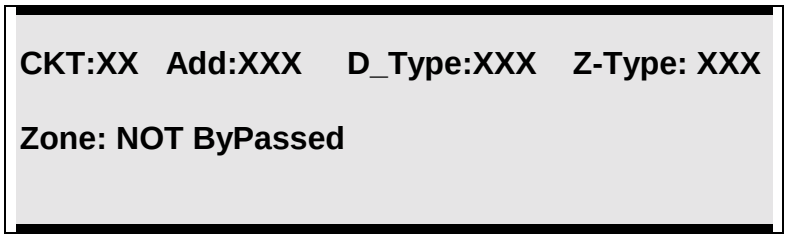

Figure T8
3. Select “Display” [1] to display the circuits (input and output) that are currently in the Bypass mode. Select “Prog” [2] to select circuits for bypass. Figure T8 is now displayed. Use the up/down arrow keys to select the circuit of the devices to be bypassed. The LED of the selected channel illuminates.
9. The display will now prompt you for outputs to be bypassed. Figure T8 now displayed.